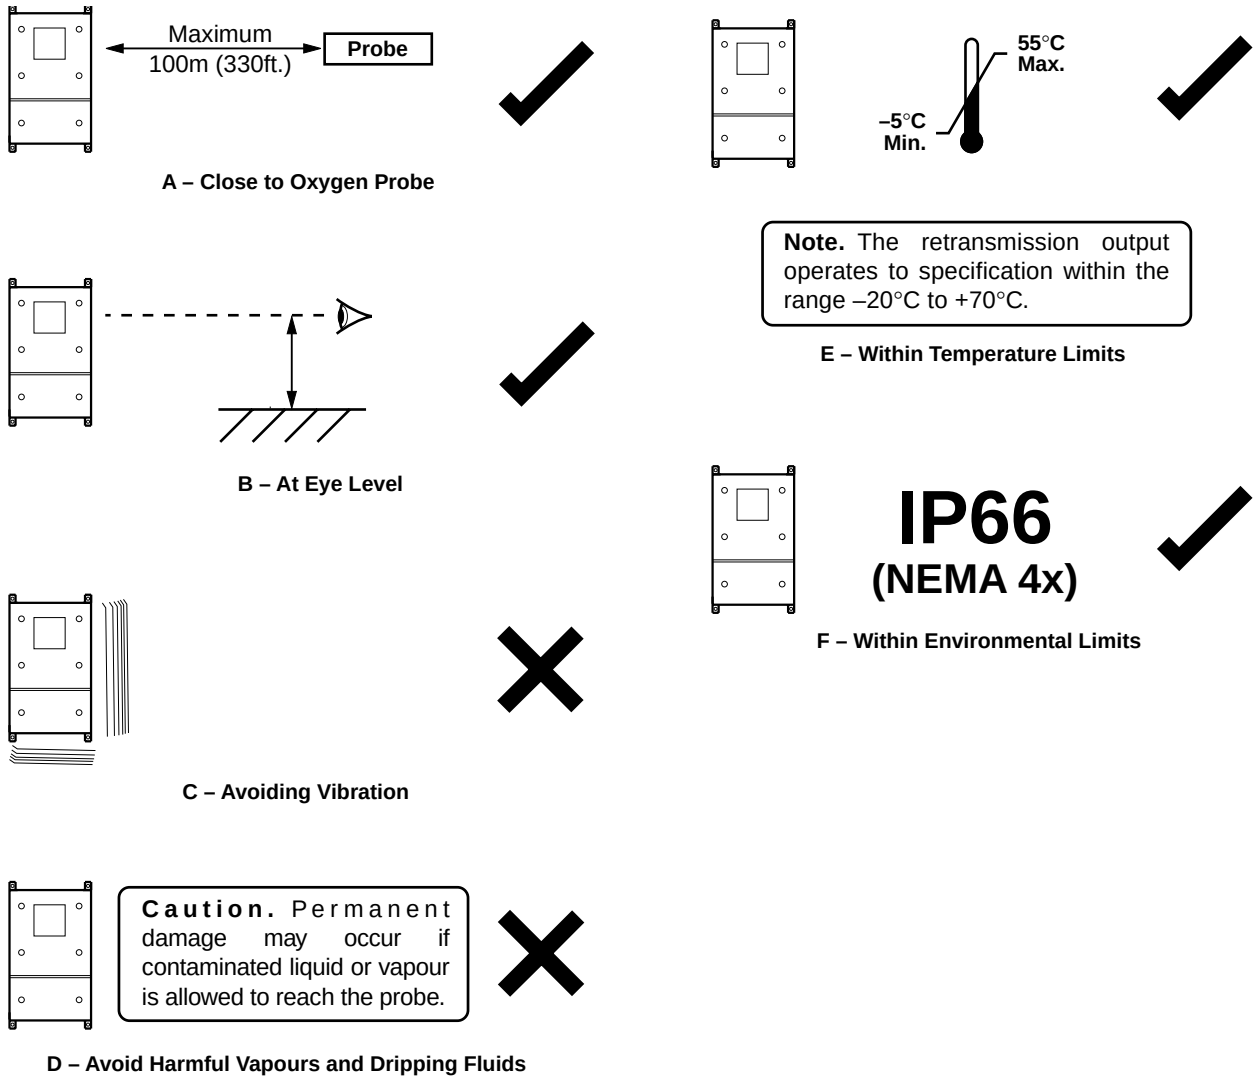

Fig. 3.1 Siting Requirements
3.1 Siting Requirements – Fig. 3.1